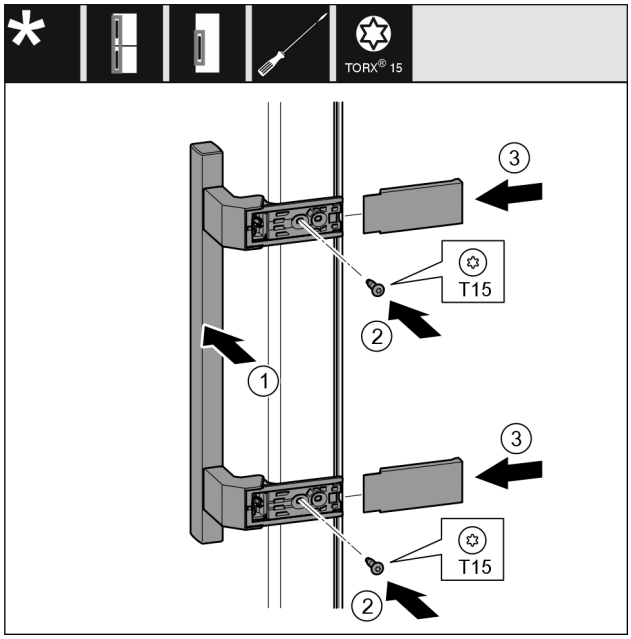

Fig. 24
- ▶ Nasaďte madlo *Fig. 24 (1)* na protilehlé straně.
- ▶ Šroubovákem šrouby *Fig. 24 (2)* pevně utáhněte.
- ▶ Kryty *Fig. 24 (3)* bočně nasaďte a nasuňte.